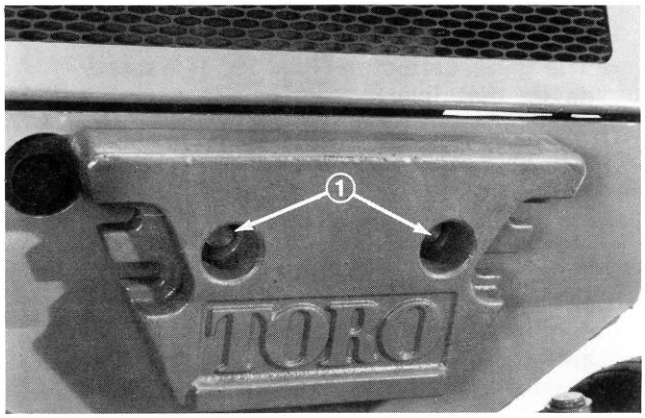

Figure 15
1. Mount rear weight to back of machine with two capscrews, lockwashers, spacers, and nuts (Fig. 15). Spacer must be between weight and chassis.